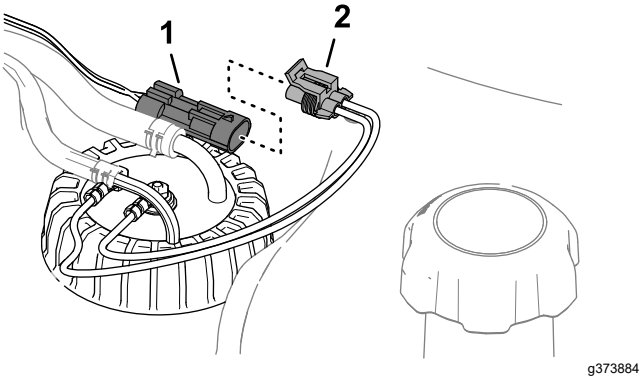

Figur 88
3. Koppla loss kontakten med två uttag på bränslesändarkablaget från kontakten med två stift på maskinkablaget (Figur 88).